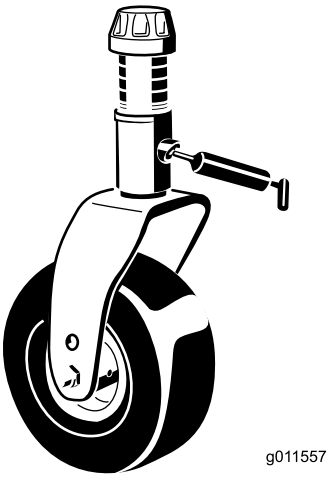

Figur 39
- Bussningar på hjulgaffelns axel (2) (Figur 39)